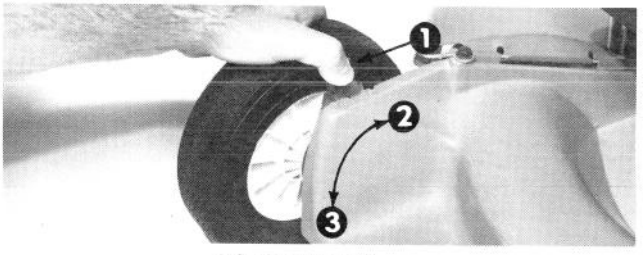

Afbeelding 8
**MAAIHOOGTE-AFSTELLER** (Afb. 8)—De afsteller regelt de maaihoogte van de maaier.
2. Plaats de duim tegen de maaihoogte-afsteller en de vingers aan de buitenkant van het wiel. (Afb. 8).